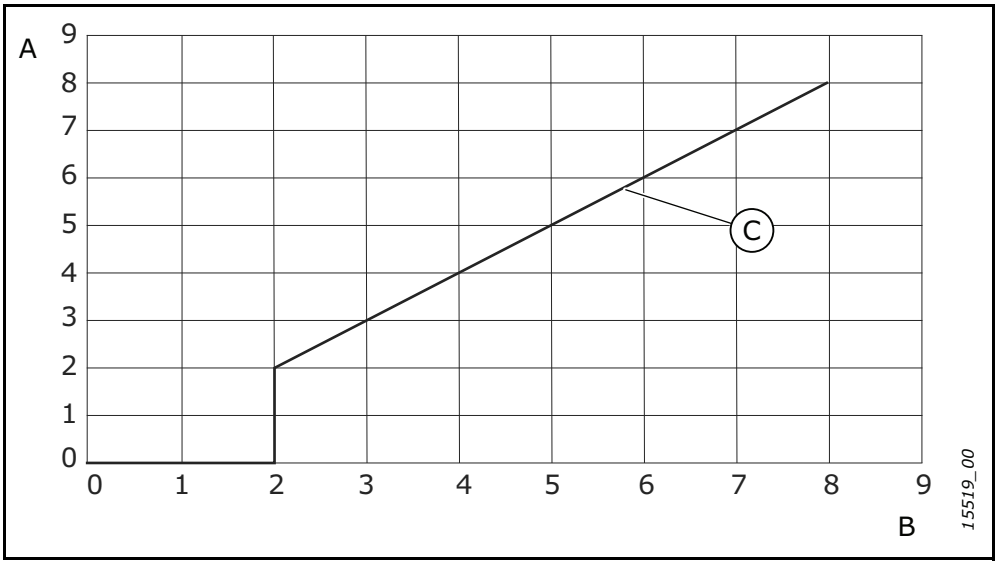

Figure 1. Durée de stockage et durée de reformage
4. Commencez à reformer les condensateurs. La durée du reformage dépend de la durée du stockage. Voir Figure 1.